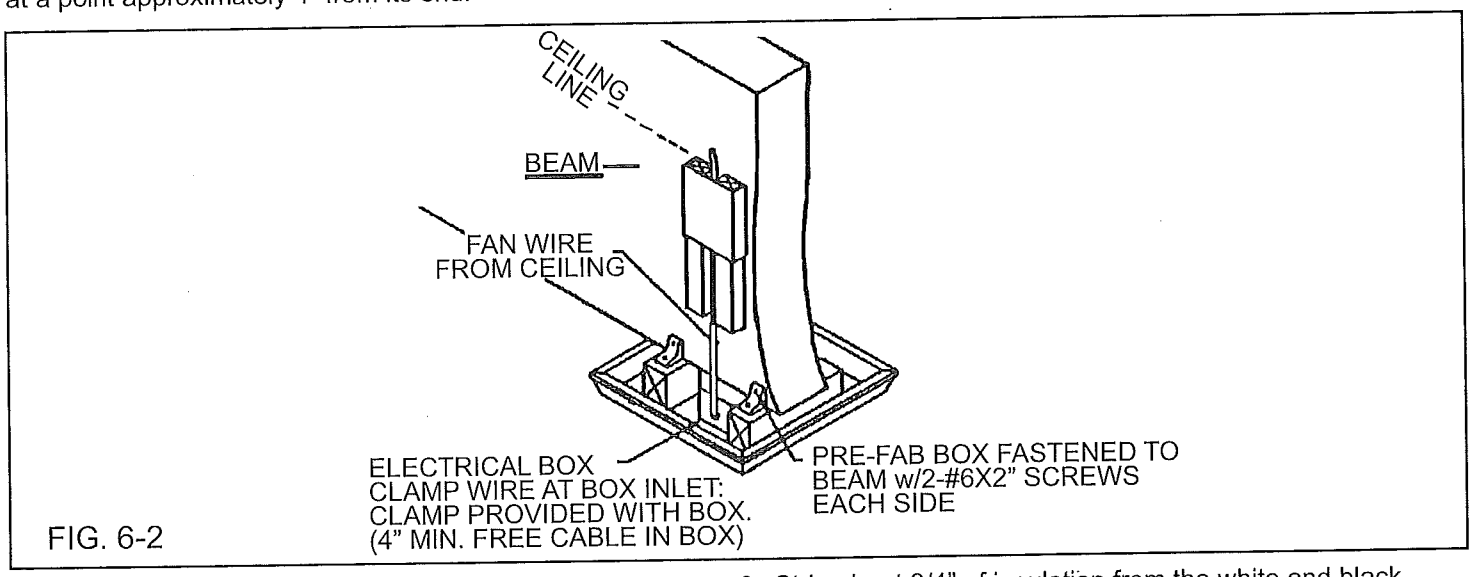

FIG. 6-2
1. Remove the fan manufacturer's installation instructions from the package and determine the method of fan attachment to the beam. (Also see Fig. 6-2).